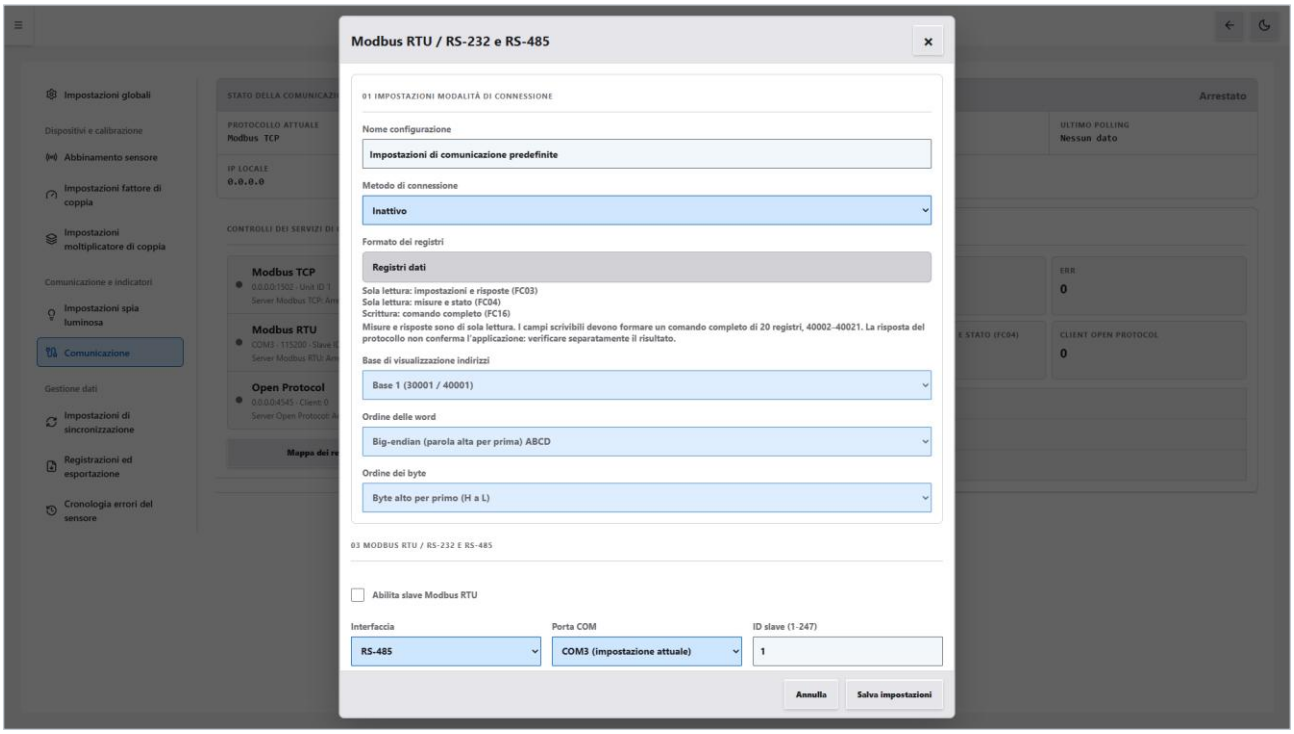

Figura 13-3 Finestra delle impostazioni Modbus RTU
2. In TMS aprire «Comunicazione» e fare clic su ⚙ a destra della riga «Modbus RTU». Si apre la finestra «Modbus RTU / RS-232 e RS-485» (vedere la Figura 13-3).